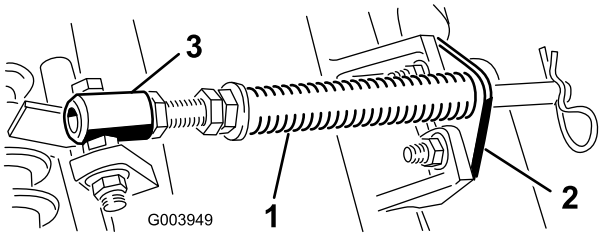

Rysunek 5
A. Usuń 2 śruby zamkowe i nakrętki mocujące wspornik drążka do zaczepów zespołu tnącego (Rysunek 5).
B. Usuń nakrętkę kołnierzową mocującą śrubę tulei sprężyny do zaczepu ramy wózka (Rysunek 5) Zdemontuj zespół.